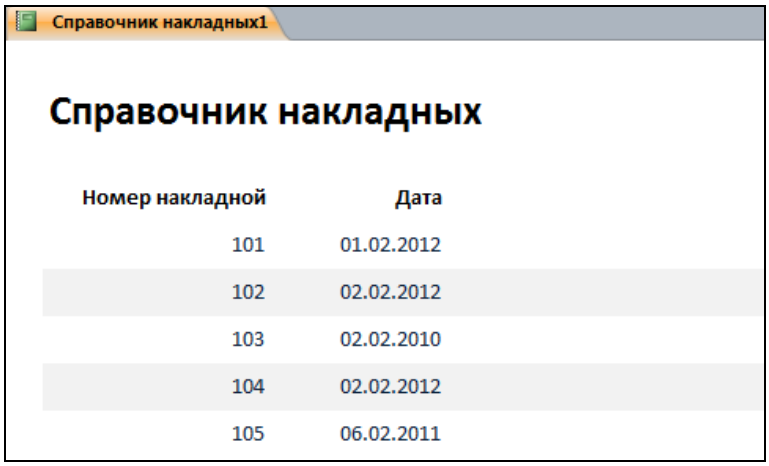

Рис. 5.23. Основной отчет в режиме *Предварительного просмотра*
1. Создается основной отчет с помощью *Мастера* (без группировки данных и добавления итогов) с полями *№ накладной, Дата,* (рис. 5.23, 5.24).